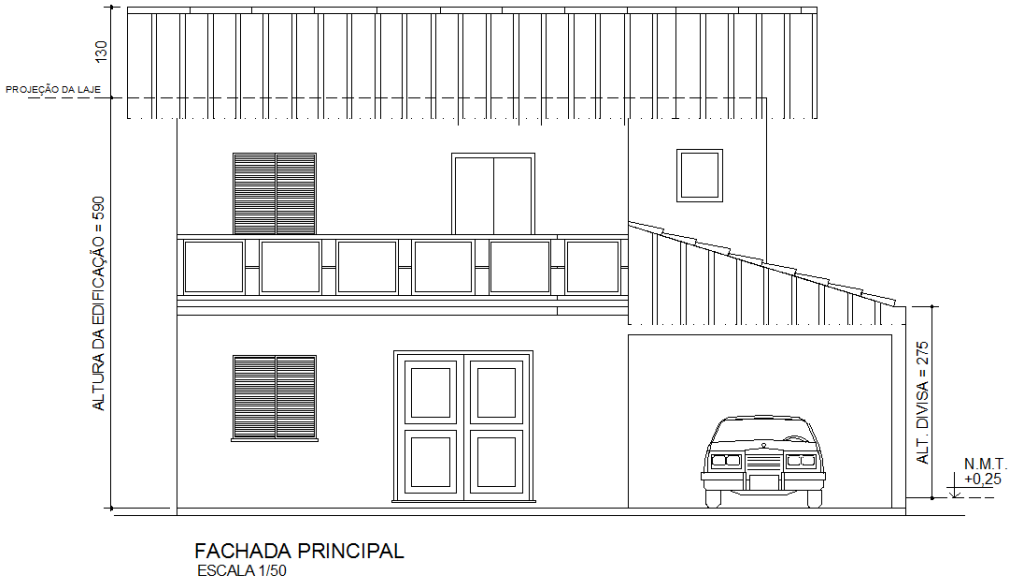

FIGURA 60
- Indicar a altura total da edificação amarrada à projeção da última laje ou outro elemento de cobertura do último pavimento (forro, tesoura etc.) – FIGURA 60.